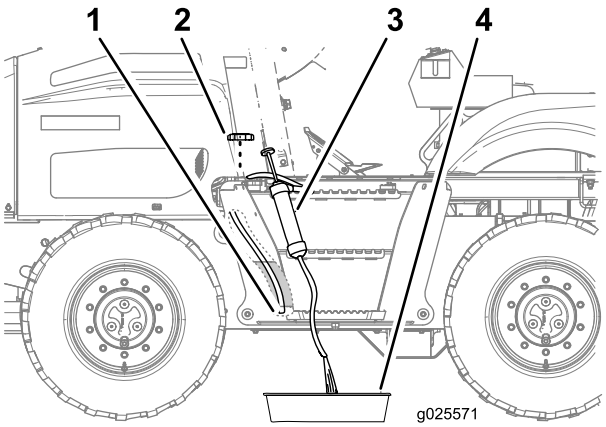

Figure 71
1. Enlevez le bouchon du réservoir de carburant (Figure 71).
2. Faites passer le flexible du matériel d'aspiration par le goulot de remplissage du réservoir de carburant et poussez l'extrémité jusqu'au fond du réservoir (Figure 71).
3. Dirigez le flexible d'évacuation du matériel d'aspiration dans un bac de vidange (Figure 71).
6. Remettez le bouchon sur le goulot de remplissage du réservoir de carburant (Figure 71).